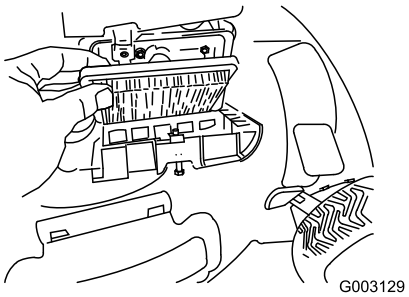

Figura 33
4. Coloque la tapa (Figura 33).